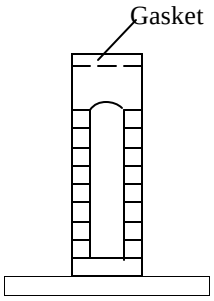
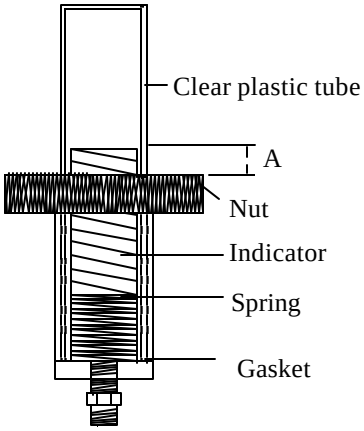

Fig.3
Fig.4
6. Remove nut fastening housing (Fig. 3&4) together. Set housing in bracket, place spring in housing (Fig.4). Next thread chain through spring and through red indicator tube. Have closed end (with chain connector) toward outside of building. This tube should be set with line showing on the tube even with outside of housing (A Fig. 4) . This applies if tank is empty.
7. Slide transparent plastic tube over red indicator tube and spring, and press the same end of housing (Fig. 4) over transparent plastic tube. Check to see that reading is correct.
8. If reading is incorrect re-adjust chain. Then cut off chain even with the end of the red indicator tube. Fasten chain connector. Fasten outside housing (Fig. 3) to inside housing (Fig. 4) with nut.